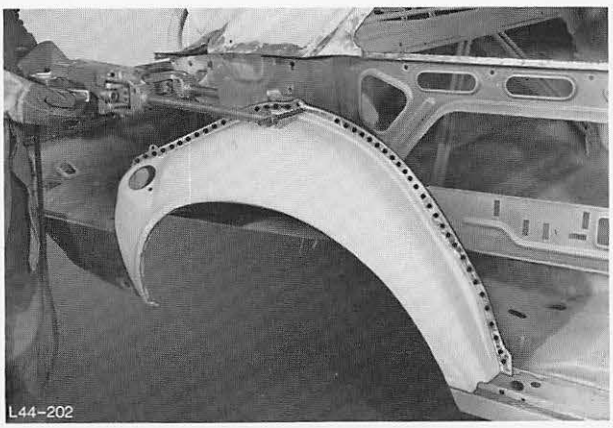

Abb. 217 Radhaushälfte einpunkten
6. Radhaushälfte anpunkten, Abb. 217.